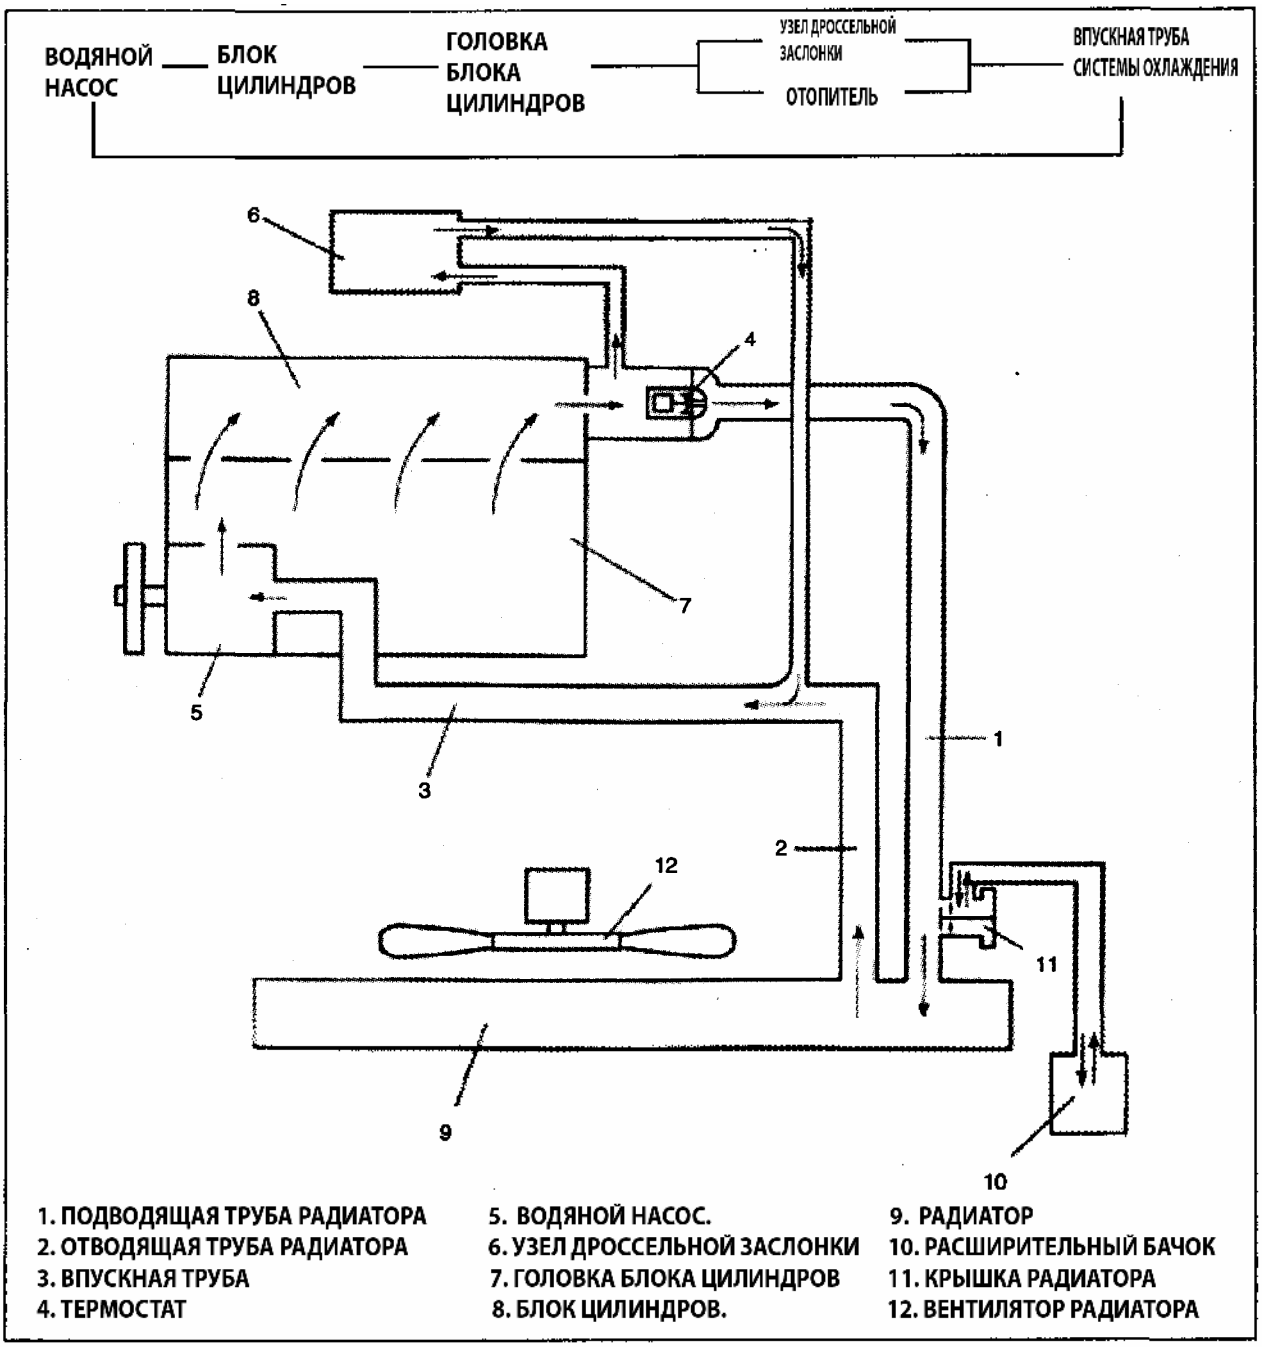

Рис. 270
1) При разогреве двигателя термостат закрыт (Рис. 270)
2) При повышении температуры охлаждающей жидкости (ОЖ) до нормальной и выше термостат открывается. ОЖ проходит через корпус радиатора по следующему маршруту (Рис. 270).